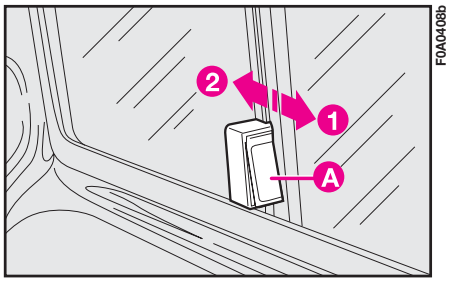

fig. 102
**1)** Keep pressed button **A-fig. 102** to release the sliding window.